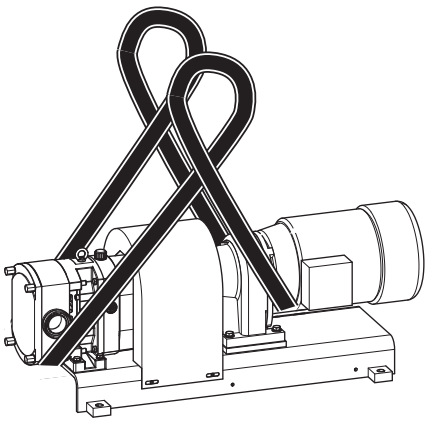

Fig.13 Transport med rundsling, i exemplet visas FL 100
Lägg rundslingan runt växelmotorn, se *Fig.13 "Transport med rundsling, i exemplet visas FL 100", på sidan 10*.
2. Lägg rundslingans andra ände runt pumphuset, se *Fig.13 "Transport med rundsling, i exemplet visas FL 100", på sidan 10*.